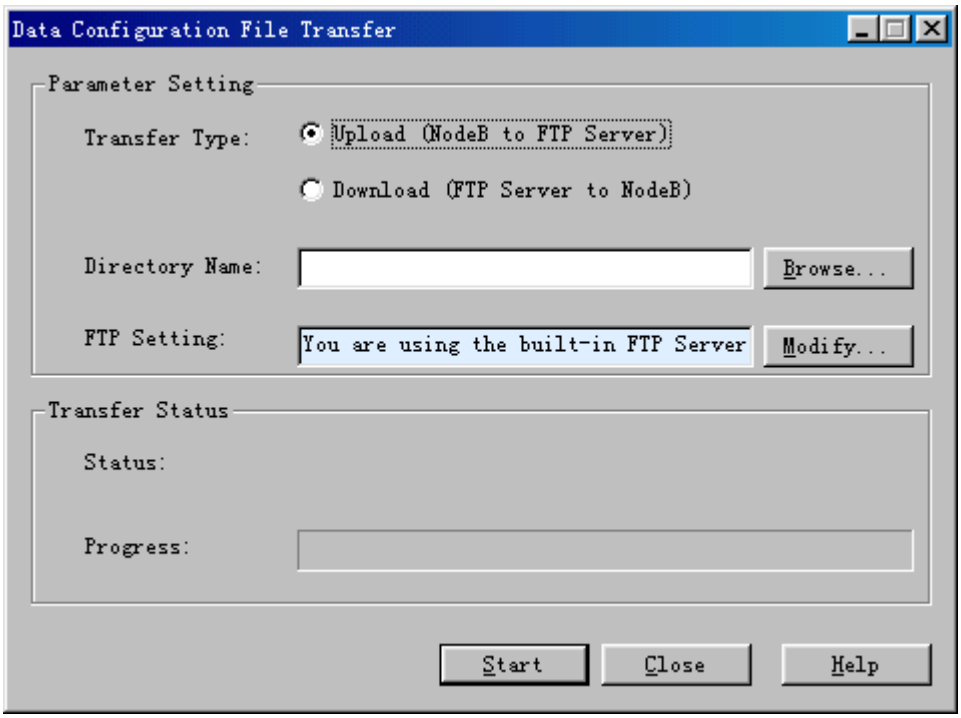

Figure 14-8 Data Configuration File Transfer dialog box
1) Choose **Maintenance Navigator** -> **Software Management**. Then double-click the **Data Configuration File Transfer** subnode. The **Data Configuration File Transfer** dialog box opens up as shown in Figure 14-8.